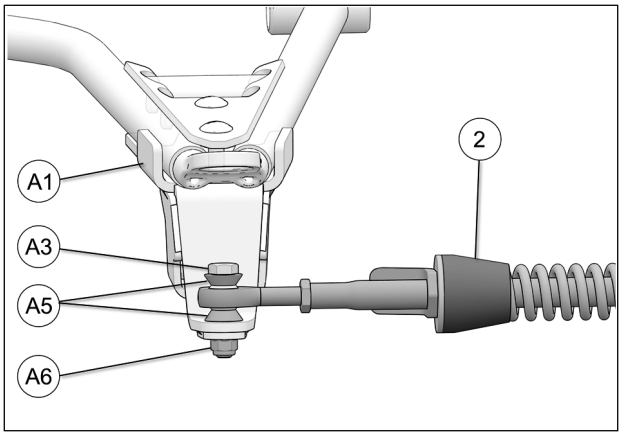

Fig. 17
8. Fixer le bras stabilisateur (**2**) à l'ancrage de suspension (**A1**) à l'aide des deux coussinets coniques (**A5**), du boulon (**A3**) et de l'écrou autobloquant (**A6**). Serrer à un couple de 70 N•m [52 lb•pi]. Voir la Fig. 17